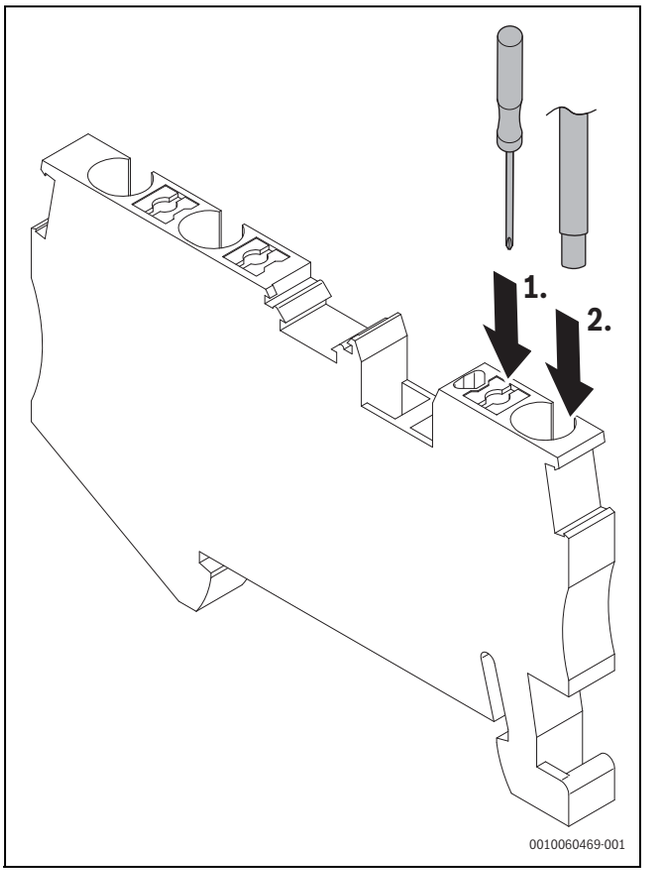

Bild 35 Netzkabelanschluss
- ▶ Kabel wie in →Bild 35 gezeigt anschließen.